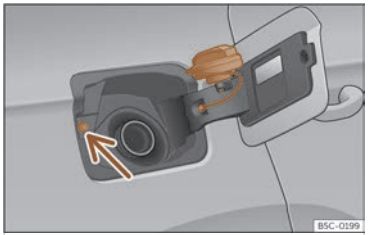

Fig. 191 Tapa del dipòsit amb el tap encaixat.
- Poseu-lo en l'espai que hi ha a la frontissa de la tapa oberta >>> **fig. 191**.
No toqueu el botó de bloqueig de la tapa de combustible ››› fig. 191 (fletxa). El sistema entendrà que heu acabat i no podreu seguir fent gasolina. Torneu a prémer la tecla de la porta del conductor per continuar.